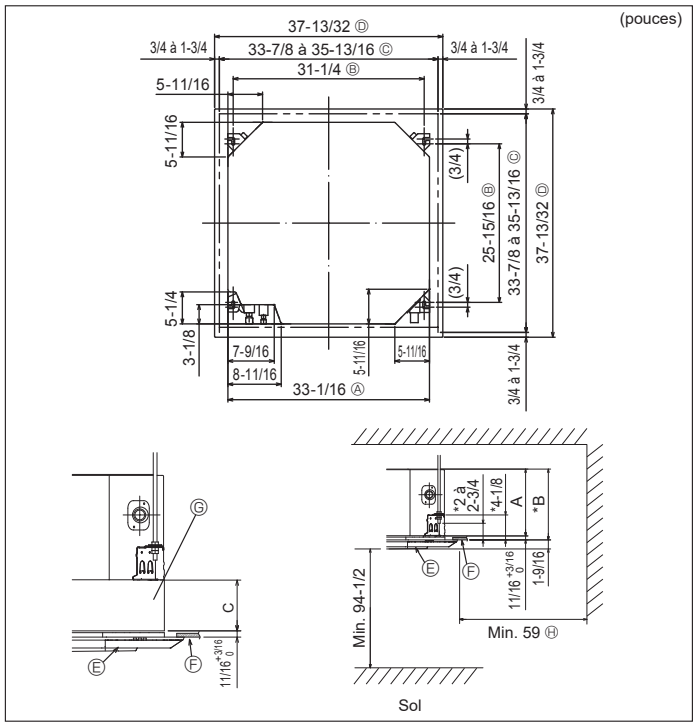

Fig. 3-2
①	Schéma d'installation (haut du colis)	1
②	Rondelles (avec isolation) Rondelles (sans isolation)	4 4
③	Cache-tuyaux (pour le raccord des tuyaux de réfrigérant) petit diamètre grand diamètre	 1 1
④	Courroie (large)	8
⑤	Courroie (petite)	1
⑥	Prise d'écoulement	1
⑦	Isolation	1
3.2. Ouvertures dans le plafond et emplacement des boulons de suspension (Fig. 3-2)
- * Les dimensions de l'ouverture dans le plafond peuvent être définies au sein de la plage indiquée dans la Fig. 3-2 ; centrer l'appareil principal par rapport à l'ouverture dans le plafond, en veillant à la symétrie de chaque côté par rapport à l'orifice.